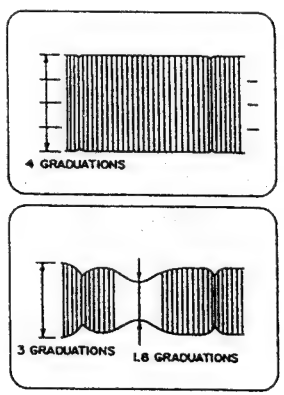

Fig. 3-12
6) Adjust voltage level control on the oscilloscope to set the maximum amplitude of the FM output to 4 graduations. (Fig. 3-12)